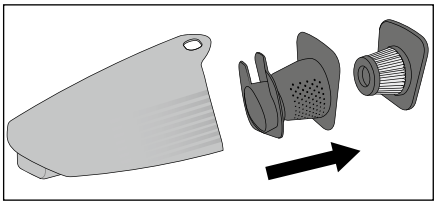

Rys. 3
- ► Aby uzyskać optymalny efekt odkurzania, regularnie opróżniaj zbiornik ❽ i czyść filtr HEPA ❻.
- ► Aby zamówić nowy filtr HEPA ❻, prosimy o kontakt z naszym działem obsługi (patrz rozdział „***Zamawianie części zamiennych***").
1) Aby otworzyć pojemnik na zanieczyszczenia ❽, wyjmij rękojeść ❹ z zagłębienia na rękojeść ⓮.
2) Naciśnij przycisk odblokowujący ⏏ ❺ i wysuń w tym samym czasie pojemnik na zanieczyszczenia ❽ do przodu.
3) Wyciągnij najpierw filtr HEPA ❻, a następnie filtr wstępny ❼ z pojemnika na zanieczyszczenia ❽ (rys. 3). Opukaj obydwie części nad koszem na śmieci itp. W razie potrzeby filtr HEPA ❻ można wypłukać czystą wodą. Następnie pozostaw go do całkowitego wysuszenia na powietrzu.